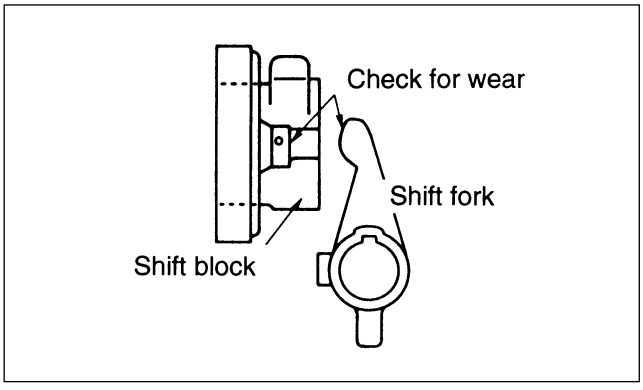

Figure 15. Shift block and Shift fork wear
- Check the surface of the shift block for wear or damage (figure 15).
- Check the surface of the shift fork for wear or damage (figure15).